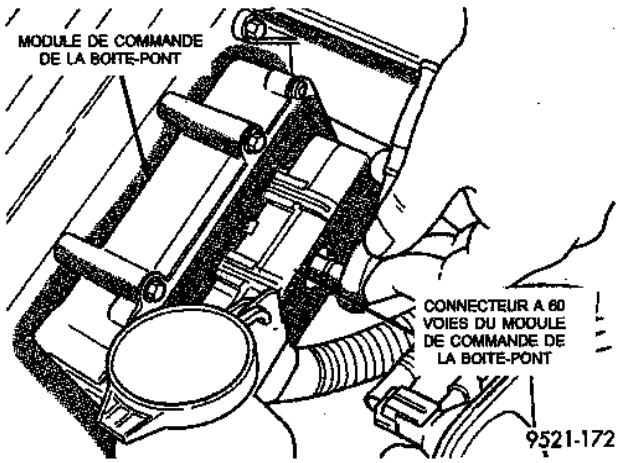

Fig. 26 Vis de connecteur
(1) Desserrer la vis de retenue du connecteur à 60 voies placée au centre du connecteur (Fig. 26). Ensuite, débrancher le connecteur à 60 voies du module de commande de la transmission.